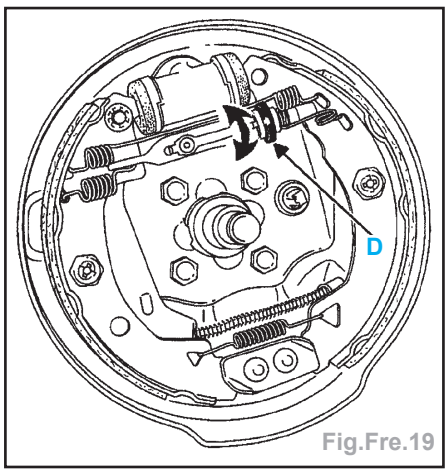

Fig.Fre.19
- Vérifier le fonctionnement du système de rattrapage de jeu automatique en agissant en rotation sur le secteur cranté (D) (s'assurer qu'il tourne bien dans les deux sens), puis le détendre de 5 à 6 dents (Fig.Fre.19).